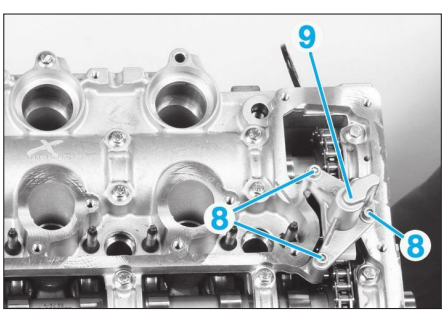

**Fig. 54**
- les fixations (8) du tendeur de chaîne (9) **(Fig.54)**,
- le tendeur de chaîne (9),